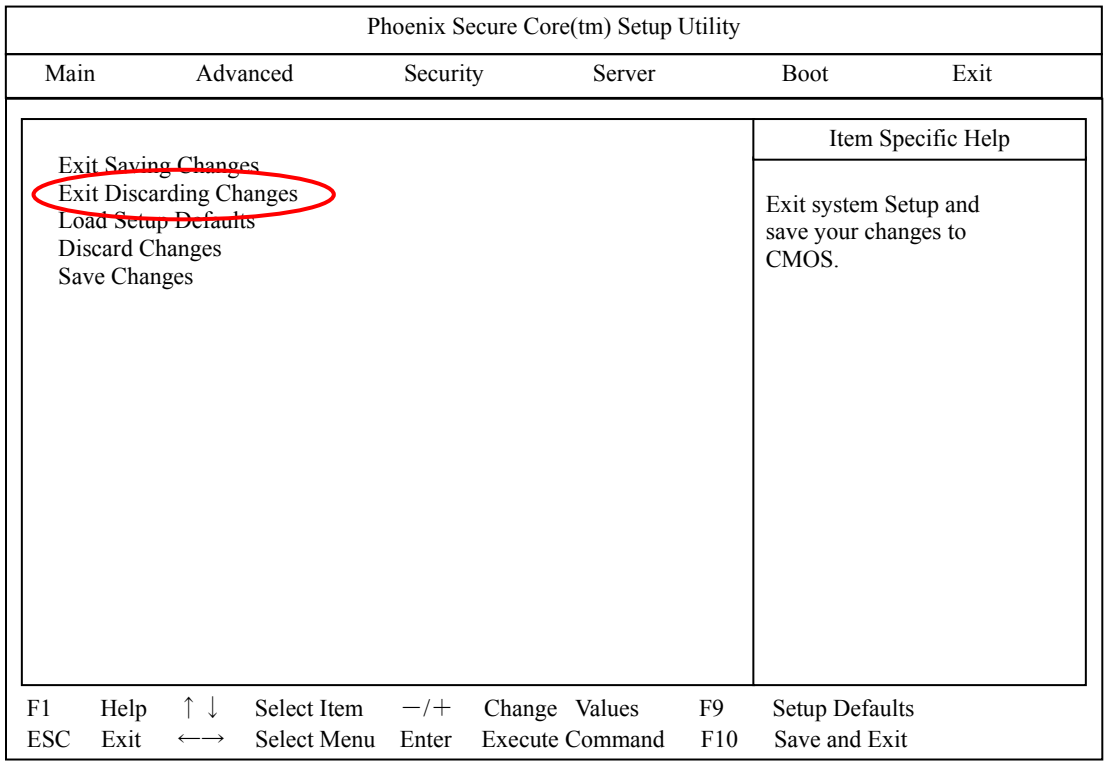

Figure B.2.2-12 Termination Menu window
(21) The Termination menu window is displayed as shown in Figure B.2.2-12.